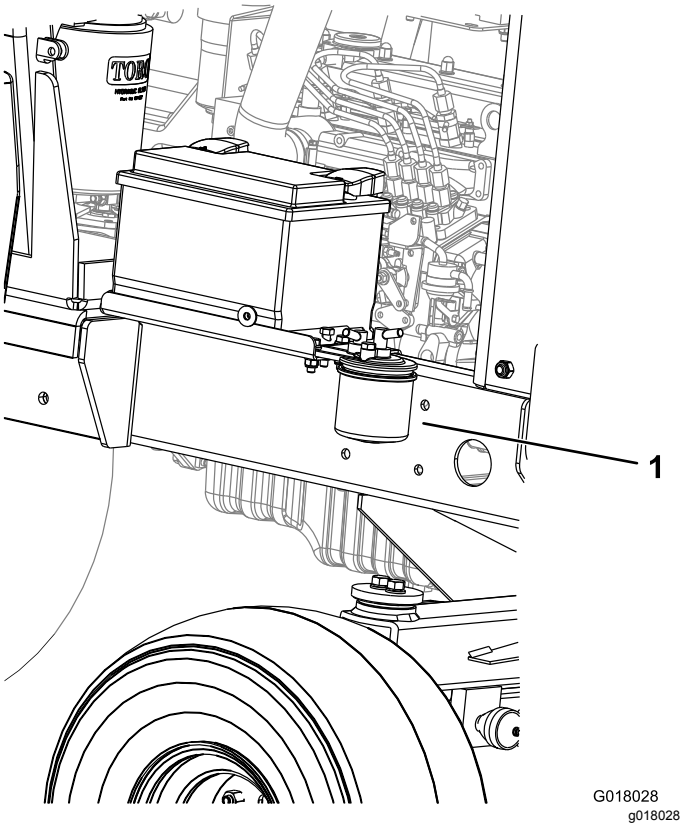

Figuur 47
1. Plaats een schone opvangbak onder de brandstoffilterbus (Figuur 47).